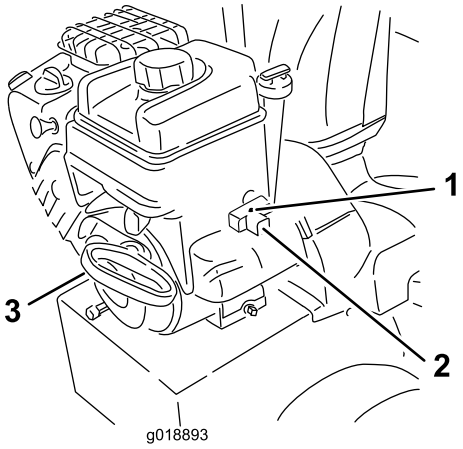

Figur 25
7. Start maskinen ved å dra i tilbakespolingsstarteren, eller trykke ned den elektriske startknappen (Figur 25).